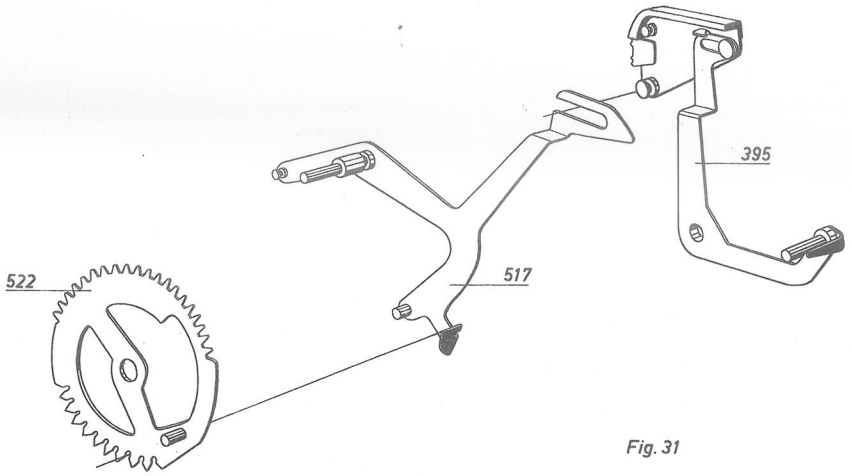

Fig. 31
1. Wenn bei der ersten Mult-Umdrehung der Sperrarm (517,Fig.31) das Zahnsegment (522) sperrt, hebt er mit seinem oberen Ende den Zeichenträger des Schreibarmes (395) in Druckstellung für das Zeichen x.
5/ Bei Zwischen- oder Endsumme steht die Einmalwelle still. Der Sperrarm (517,Fig.31) wird also nicht beeinflusst und hebt daher auch nicht den Zeichenträger des Schreibarmes(395,Fig. 31). Der Zeichenträger steht in Druckstellung für das Zeichen =.